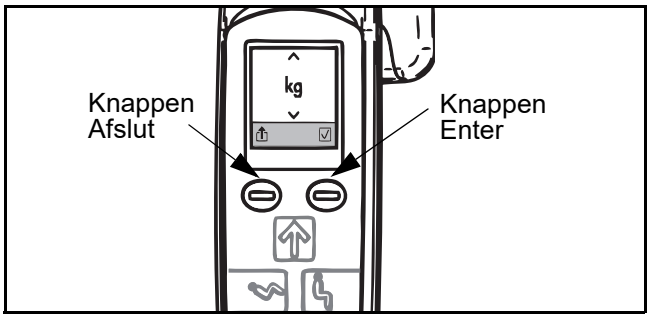

Fig. 72
3) Tryk på knappen Enter for at vælge imellem måleenhederne. Måleenhederne ”kg” eller ”lb” vil erstatte vægtikonet i midten af skærmen (se Fig. 72).